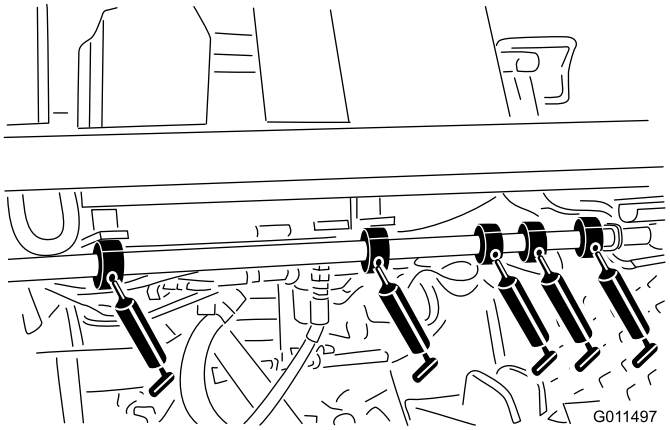

Figura 37
- Rolamentos articulados do eixo do travão (5) (Figura 37)